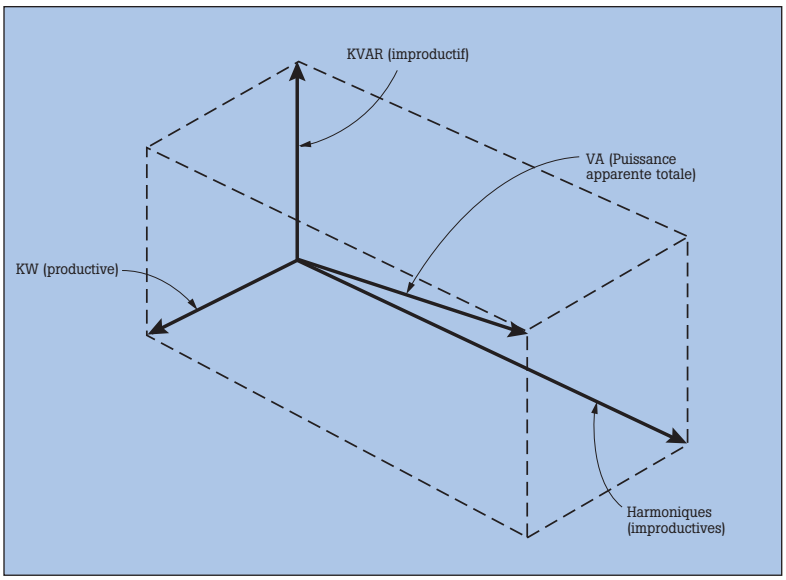

Figure 7. Le facteur de puissance total augmente avec les harmoniques.
Le facteur de puissance total et le facteur de déplacement de puissance ont un point commun de base : ils sont le rapport entre la puissance active et la puissance apparente, ou entre les watts et les volts-ampères. Le DPF est le concept classique du facteur de puissance. Il peut être considéré comme le facteur de puissance à la fréquence fondamentale. Le facteur de puissance total, ou facteur de puissance (FP), comprend désormais les effets de la fréquence fondamentale et des courants harmoniques (on parle également de facteur de puissance vrai [True PF] ou de facteur de puissance de distorsion ; voir figure 7). En outre, en présence d'harmoniques, le FP est toujours inférieur au DPF et il correspond également à une description plus précise du rendement de la totalité du système que le DPF seul.